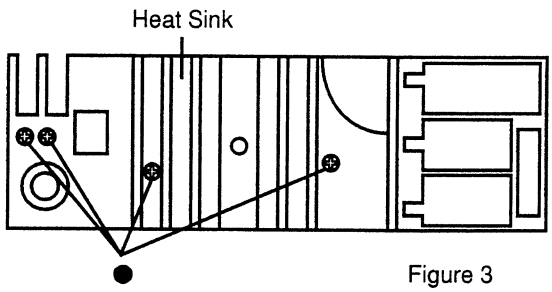

Figure 3
(1) Remove the four screws marked "●" as shown in Figure 3.